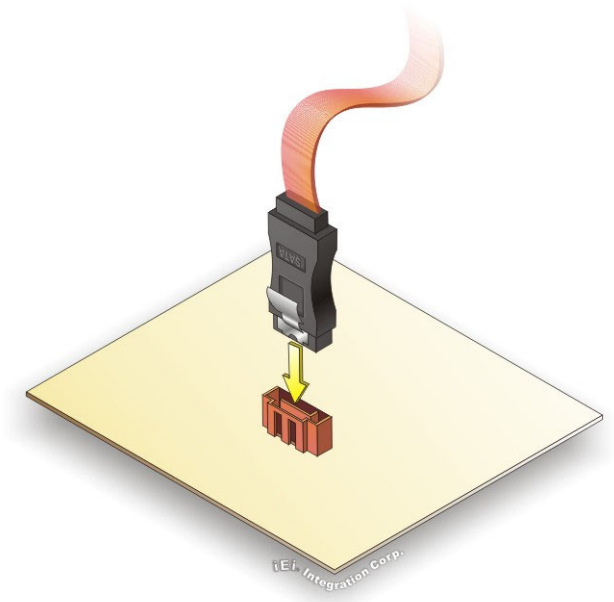

Figure 4-18: SATA Drive Cable Connection
Step 2: **Insert the cable connector**. Insert the cable connector into the on-board SATA drive connector until it clips into place. See **Figure 4-18**.